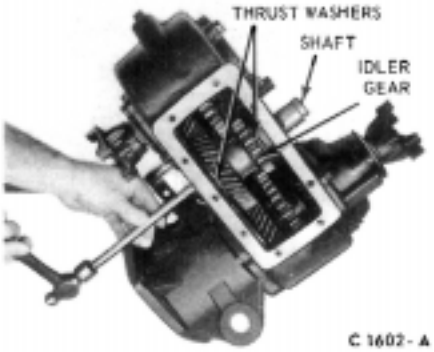

FIG. 6-5—Removing Idler Shaft
5. Using a hammer and soft drift, drive the idler shaft rearward and out of the case. Then, lift the thrust washers and idler gear from the case (Fig. 6-5). **When removing the idler gear, do not lose any of the rollers.**